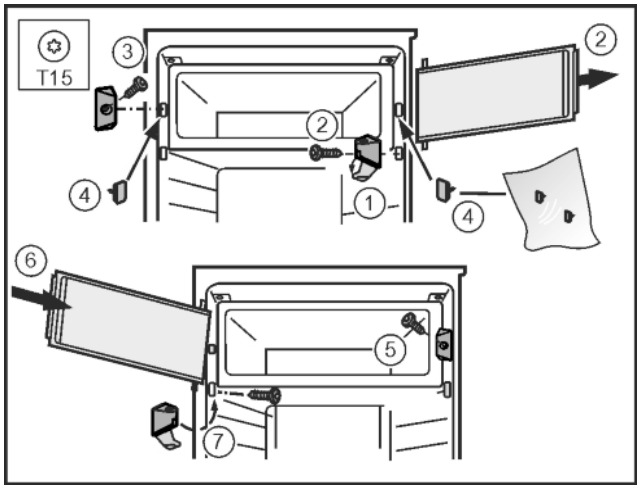

Fig. 13
- ▶ Откинуть крышку на кронштейне. *Fig. 13 (1)*
- ▶ Снятие двери морозильного отделения: открутить кронштейн отверткой T15. *Fig. 13 (2)*
- ▶ Открутить концевой замок отверткой T15. *Fig. 13 (3)*
- ▶ Закрыть образовавшиеся отверстия прилагающимися пробками. *Fig. 13 (4)*
- ▶ Установить концевой замок с помощью отвертки T15. *Fig. 13 (5)*
- ▶ Установить дверцу морозильного отделения сверху. *Fig. 13 (6)*
- ▶ Установить кронштейн и примкнуть крышку. *Fig. 13 (7)*